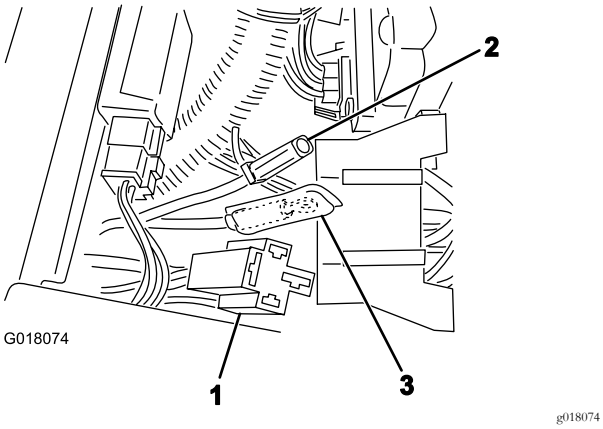
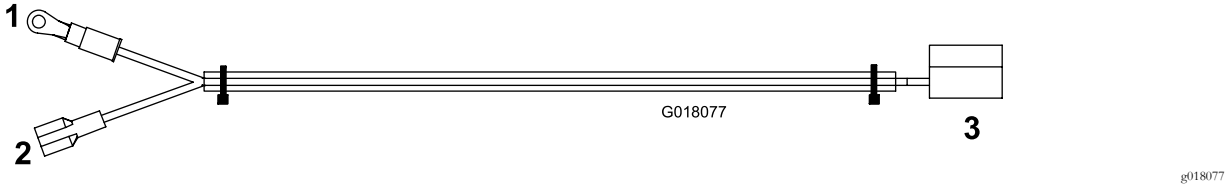

Figura 12
Figura 13
1. Installate il connettore del relè accessorio dal cablaggio preassemblato del trattorino nel relè di alimentazione (Figura 12).
2. Collegate il filo grande, rosso (Figura 12) dal portafusibili ausiliario al connettore di accoppiamento proveniente dal cablaggio del trattorino.
4. Collegate il filo giallo a un polo aperto nel portafusibili (Figura 13).
5. Attaccate i fili neri provenienti dal cablaggio preassemblato e il cablaggio preassemblato del kit alla morsettiera di messa a terra (Figura 12 e Figura 13).